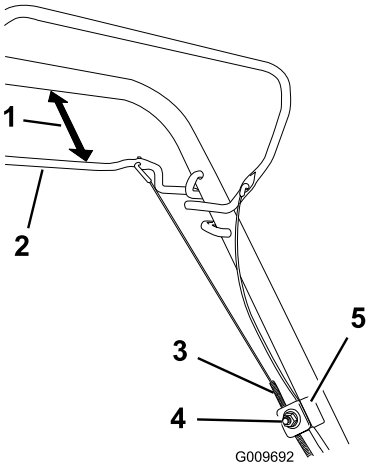

Figur 32
1. Løsne mutteren på kabelfestet (Figur 32).
2. Hold selvdriftsbøylen 25 til 38 mm fra håndtaket (Figur 32).
3. Trekk kabelkappen ned (mot maskinen) til det ikke er slakk i kabelen (Figur 32).